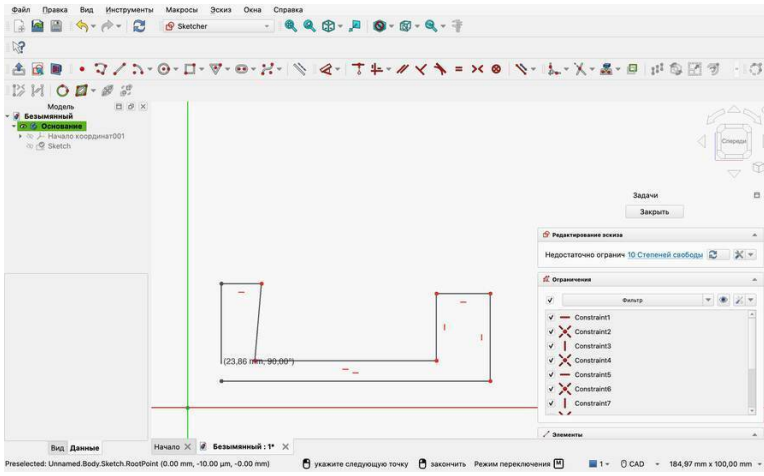

Рис. 4.7 — Полилиния перед замыканием; шестой отрезок вышел наклонным, значка у него нет
5. Дальше по контуру, каждый раз дожидаясь чёрточки: вверх на 25, влево на 15, вниз на 20, влево на 55, вверх на 23, влево до вертикали над первой точкой (рис. 4.7).
7. Если счётчик показывает больше, какой-то отрезок остался без значка — на рис. 4.7 это шестой, и счётчик после замыкания показал 9. Щёлкните по такому отрезку и нажмите A — «Горизонтально/Вертикально» (Horizontal/Vertical). Программа сама решит, к чему он ближе.